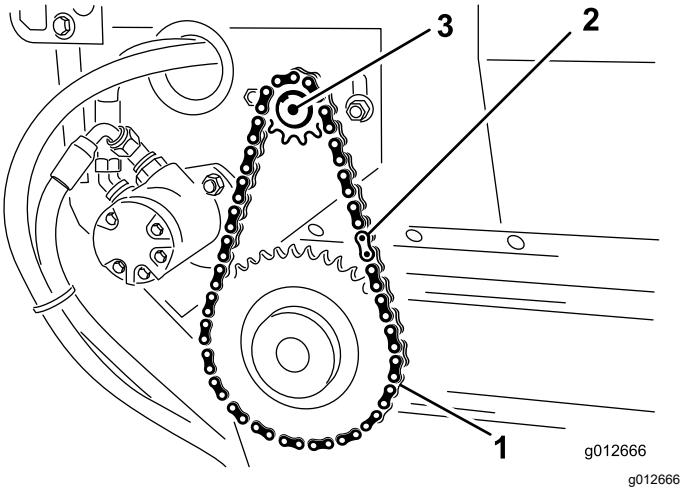

Figur 29
2. Ta bort huvudlänken från kedjan och ta bort kedjan från det lilla drevet (Figur 29).